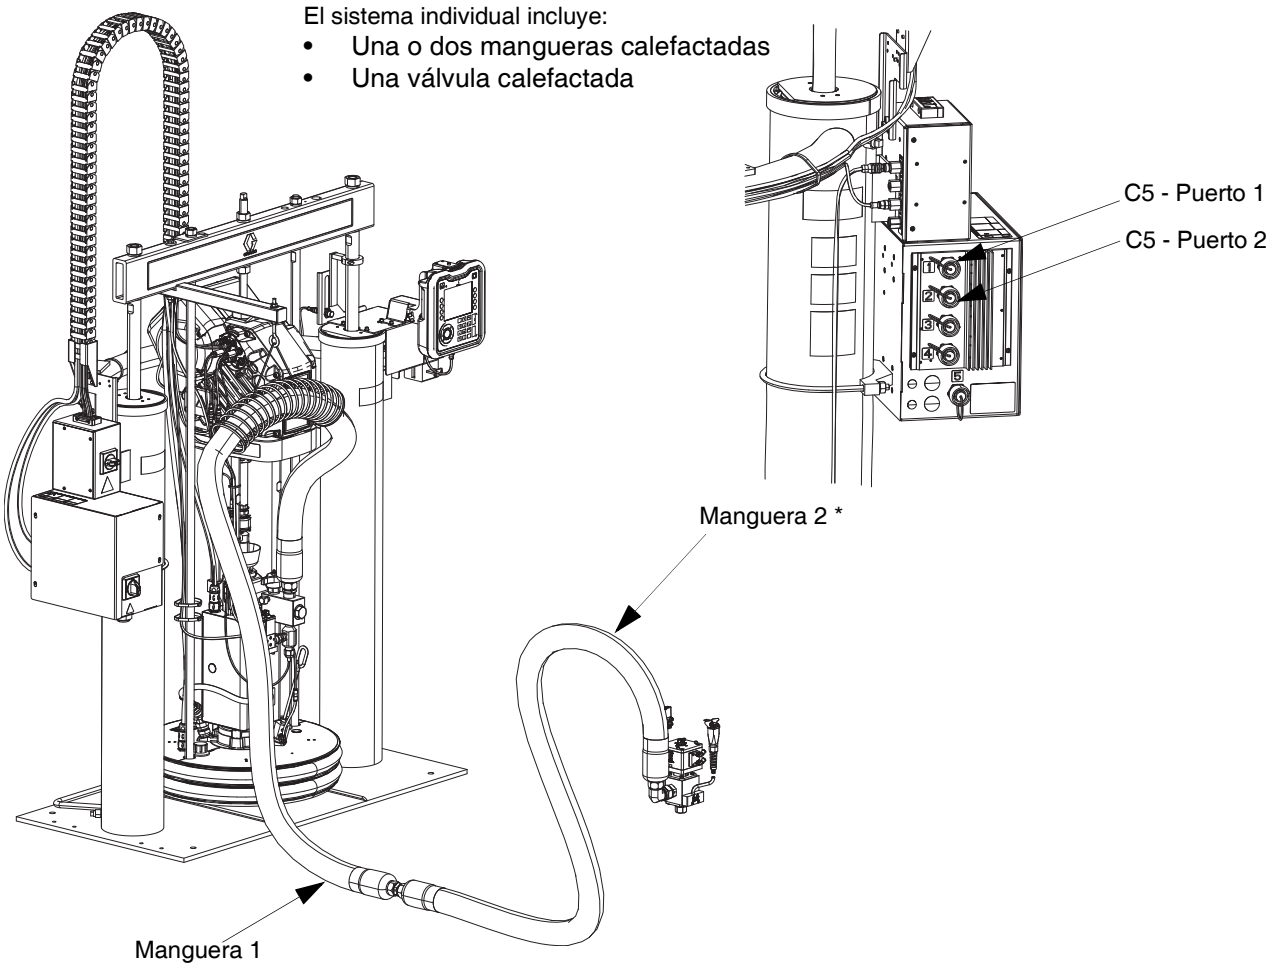

FIG. 25
- Válvula calefactada: conexiones eléctricas cuadradas de la manguera 2 a la válvula dosificadora axial (B). Consulte la FIG. 25.